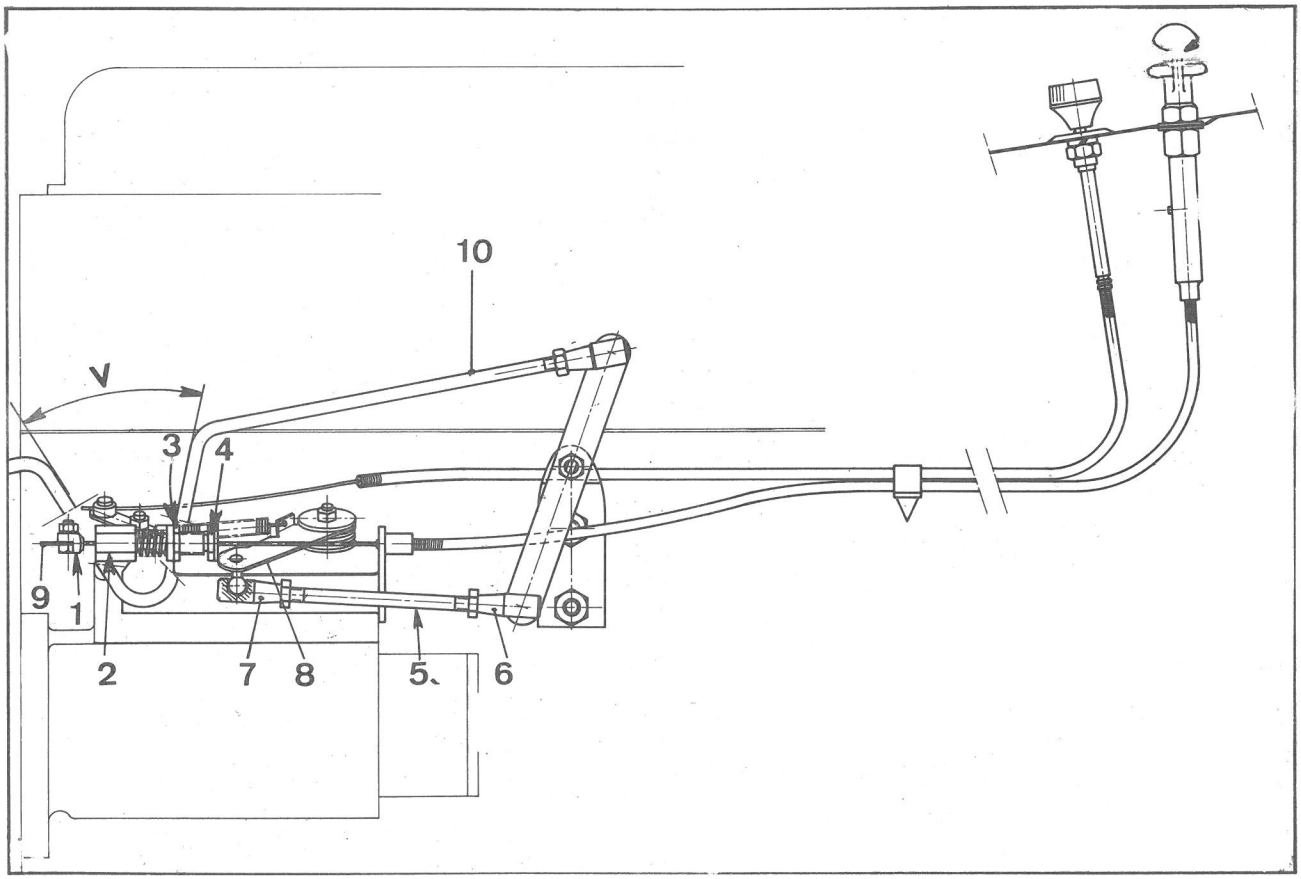
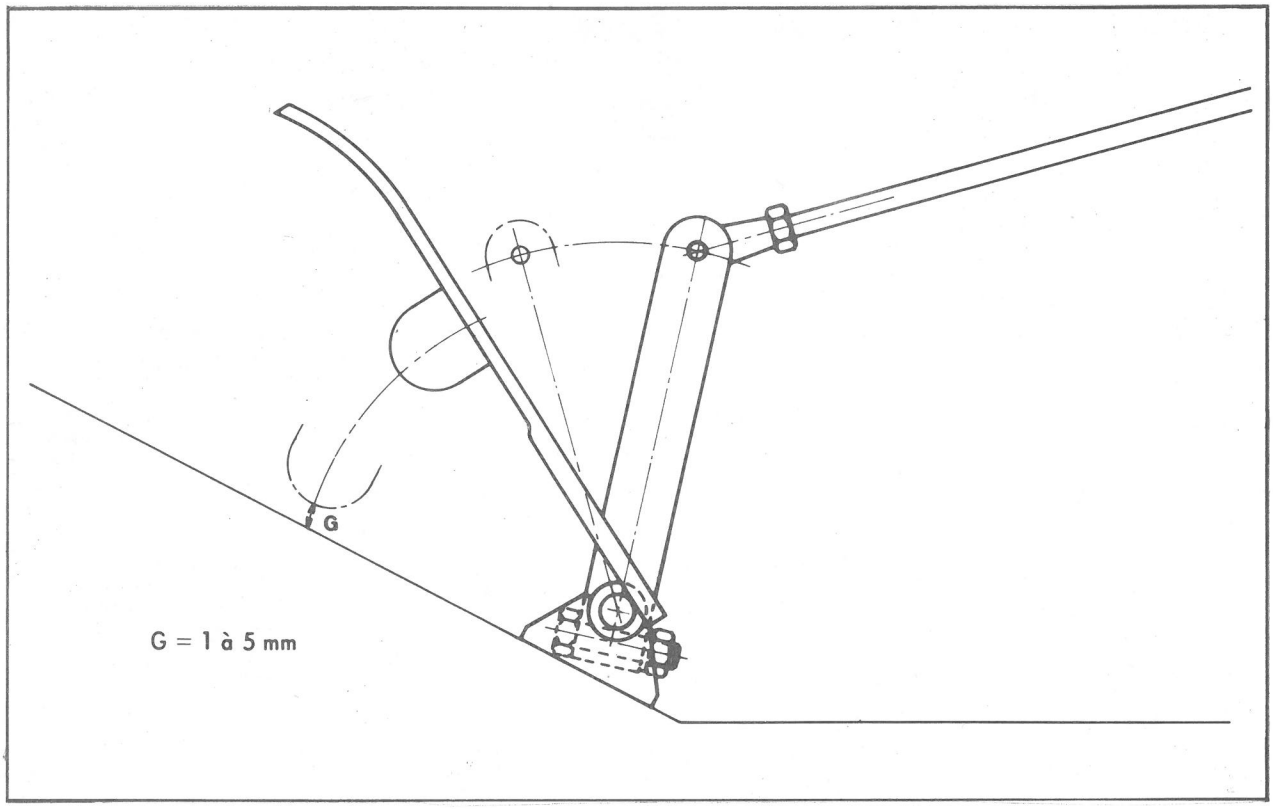

Figure 2 : Nouvelle commande
Figure 3 : Réglage garantie pédale
Depuis le 16 Juin 1970, les véhicules ci-dessus sont équipés d'une commande de ralenti accéléré ( voir figure 2).
**Mode opératoire** (voir figure 2)
- S'assurer que la commande de ralenti accéléré est en position ralenti minimun (tournée à fond dans le sens inverse de la flèche) et qu'il existe une garantie entre le serre-câble (1) et sa butée (2).
- Débloquer le contre-écrou (3) de la butée de ralenti (4).
- A l'aide d'un compte-tours mécanique placé en bout du vilbrequin, contrôler la vitesse de rotation la régler en vissant ou en dévissant la butée de ralenti (4).
C - **Garantie entre plancher amovible et pédale d'accélérateur** (voir figure 3 et figure 2).